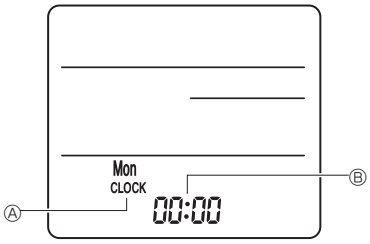

Fig. 6-9
3) Setting (Clock setting) (Fig. 6-9)
① Insert batteries or press the ● CLOCK button with something sharp.